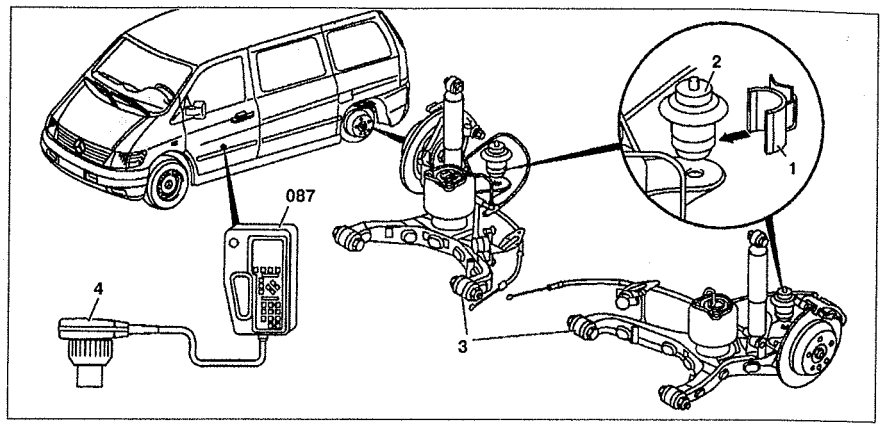

Рис. 7.18. Проверка и регулировка уровня автомобиля:
1. Присоедините тестер **087** к диагностическому разъему (см.рис. 7.18).